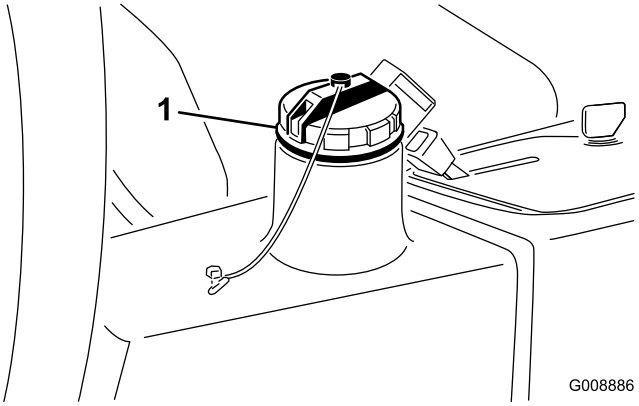

Figuur 58
3. Vul het reservoir (Figuur 58) met ongeveer 13,2 liter hydraulische vloeistof; zie Hydraulische vloeistof controleren.